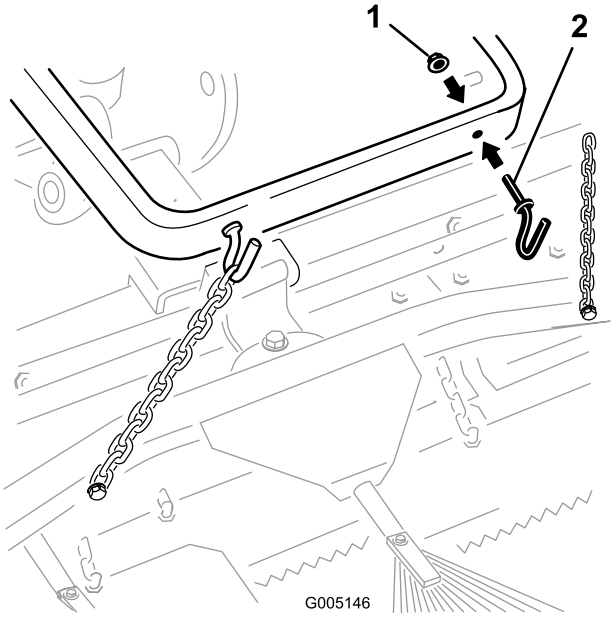

Figura 6
A. Monte 2 ganchos en la parte trasera del brazo de elevación con 2 tuercas con arandela prensada (3/8 pulgada) (Figura 6). Sujete las cadenas a los ganchos con la longitud deseada.